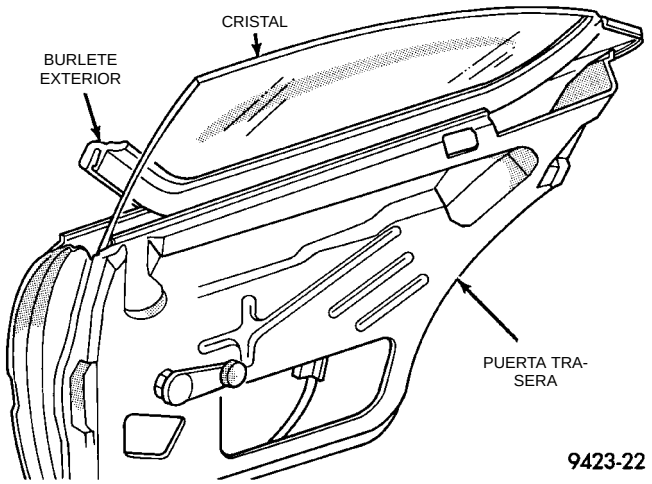

Fig. 34 Burlete exterior—característico
(1) Abra el cristal de la puerta.
(2) Tire hacia arriba del extremo posterior del burlete exterior.
(3) Separe el burlete exterior del vehículo (Fig. 34).